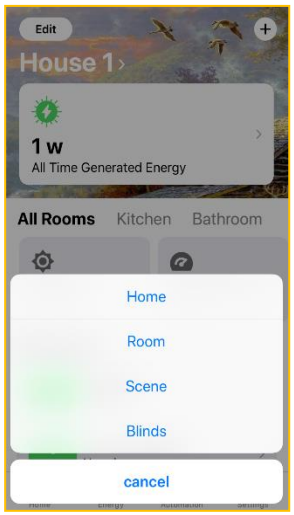

Figure 32
10.8.2. Select **Home** from the menu options *(Fig. 32)*.